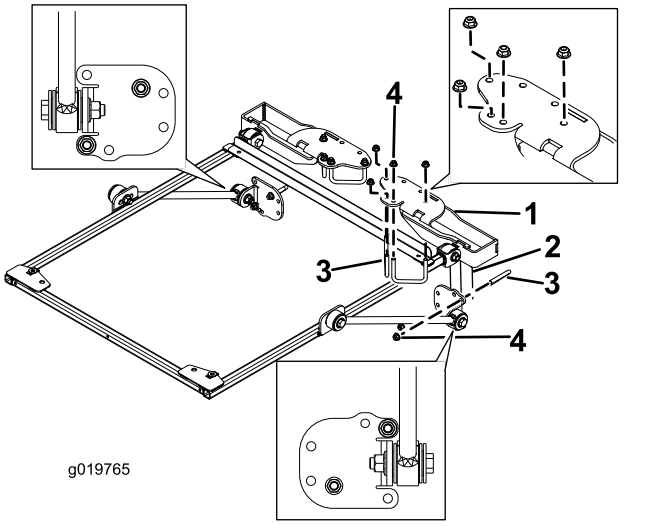

Figura 15
9. Posicione os suportes de montagem do ROPS na parte superior da barra de segurança da unidade de tração (Figura 15).
10. Utilizando os furos de montagem mostrados na Figura 15, monte cada suporte na parte superior da barra de segurança com 2 cavilhas em U (2¾ pol.) e 4 porcas flangeadas.
11. Utilizando os furos de montagem mostrados na Figura 15, monte sem apertar completamente cada um dos suportes de cinta às colunas da barra de segurança com uma cavilha em U (2¾ pol.) e duas porcas flangeadas.